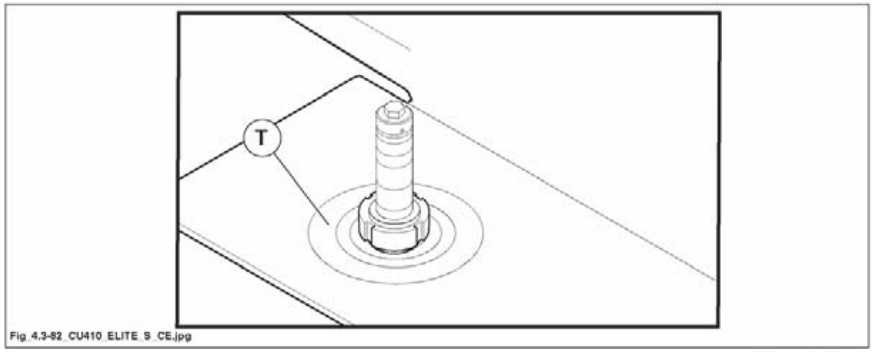

Abb. 4.3-82
Zum Erreichen der kleinste Bohrung die mitgelieferten Reduzierringe (T Abb. 4.3.82).
Bevor man die Maschne einstellt, muß man den Hauptschalter auf O stellen und den Stecker (S Abb. 4.3-82-1) von der Steckdose (T Abb. 4.3-82-1) abstecken.
- Den Knauf (A Abb. 4.3-82-1) lösen.